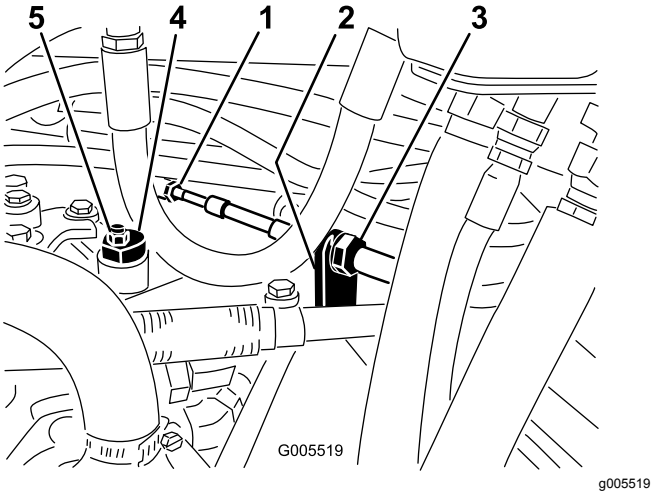

Figuur 52
A. Draai beide contramoeren los waarmee de tractiekabel is bevestigd aan het schutbord op de hydrostaat (Figuur 52). Zorg ervoor dat de contramoeren gelijkmatig en voldoende zijn losgedraaid om afstelling mogelijk te maken.
Opmerking: Draai de moer los waarmee de excentriek is bevestigd aan de bovenkant van de hydrostaat (Figuur 52).
C. Draai aan de excentriek totdat de machine niet meer naar voren of naar achteren kruipt. Als het wielen niet meer draaien, zet u de moer vast waarmee de excentriek en de afstelling worden geborgd (Figuur 52). Controleer de afstelling met de gashendel op LANGZAAM en SNEL.
D. Draai vanaf beide kanten van het schutbord de borgmoeren waarmee de tractiekabel is bevestigd aan het schutbord gelijkmatig vast (Figuur 52). Zorg ervoor dat u de kabel niet verdraait.